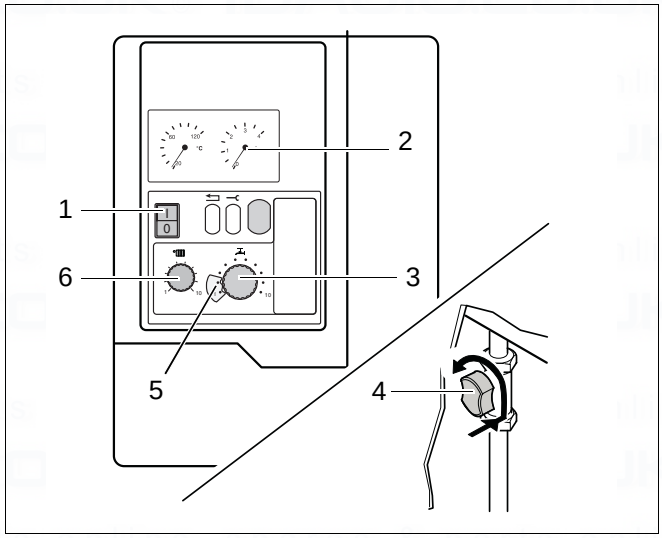

Fig. 8 Control panel, pressure display, gas service valve, temperature indicator
- Set flow temperature at the control unit (fig. 8, item 6) (see table 1).
- Set hot-water temperature for 600 - 24 C with integrated hot-water supply at knob (fig. 8, item 3) (see table 2).
For energy saving (no heat-retention function) move knob (fig. 8, item 3) to cold-start-setting "**1**".
- Set hot-water temperature for 600 Series with external tank at control unit (fig. 8, item 3) using table 3.
- Open the gas service valve by pushing in and turning anticlockwise into a vertical position (fig. 8, item 4).
- Push the mains power switch (fig. 8, item 1) to "**I**". The boiler runs through the start-up programme and the burner is ignited after approx. 30 seconds.